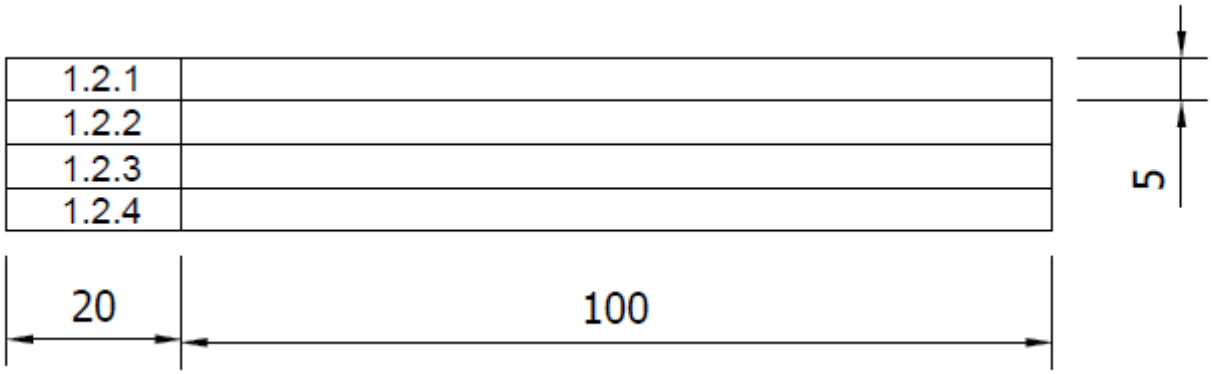

FIGURE 1
Draw the answer block in FIGURE 1 full sized on the DRAWING SHEET. (1)